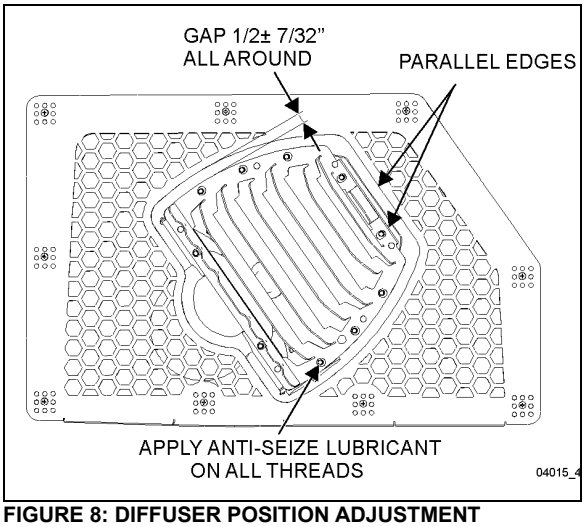

**FIGURE 8: DIFFUSER POSITION ADJUSTMENT**
2. For proper angular position, make sure that the two edges shown on Figure 8 are parallel with each other.